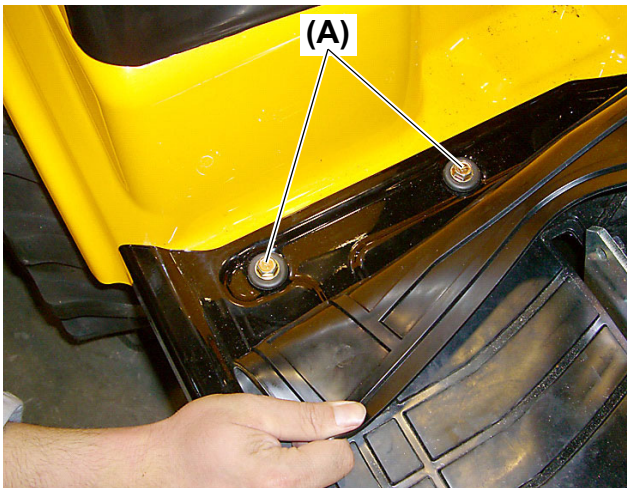

Fig. 2
4. Remove the two (2) M8 × 20 mm (L: 0.8 in.) bolts **(Fig. 2, (A))** that secure the step to the right rear step stay.
5. Remove the two (2) M8 × 20 mm (L: 0.8 in.) bolts **(Fig. 2, (A))** that secure the step to the left rear step stay.